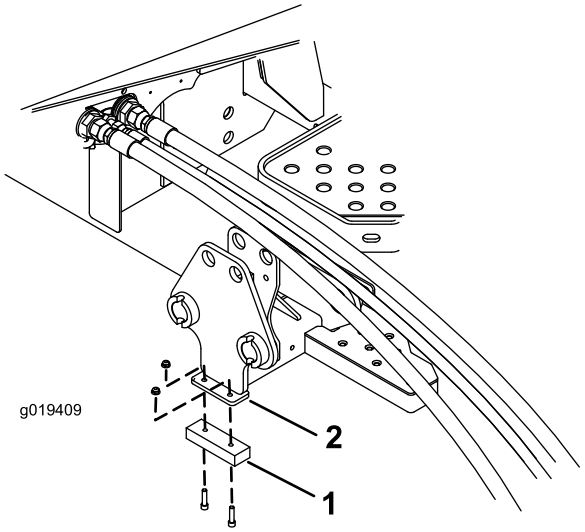

Figura 5
3. Instale un amortiguador en la parte inferior del soporte con 2 tornillos de 1 / 4 pulgada y tuercas Figura 5 ().